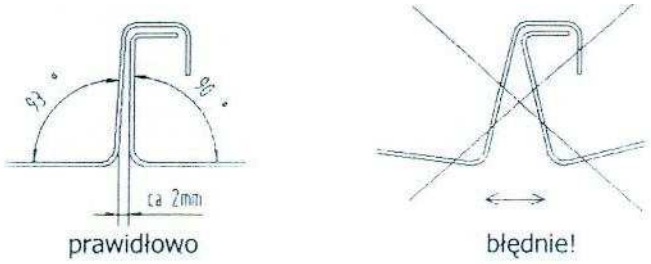

Rys. 2: Wskazówka dotycząca układania
- Podczas układania nie rozsuwać profili względem siebie (patrz Rys. 2)